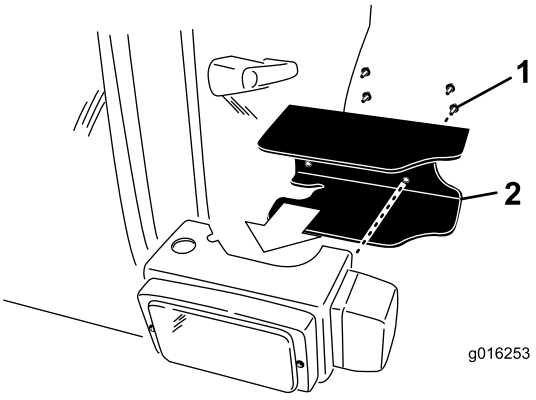

Figur 11
- Monter et frontlysskjold bak på hvert frontlys med (2) 1/4 x 5/8 tommes skruer (Figur 11).